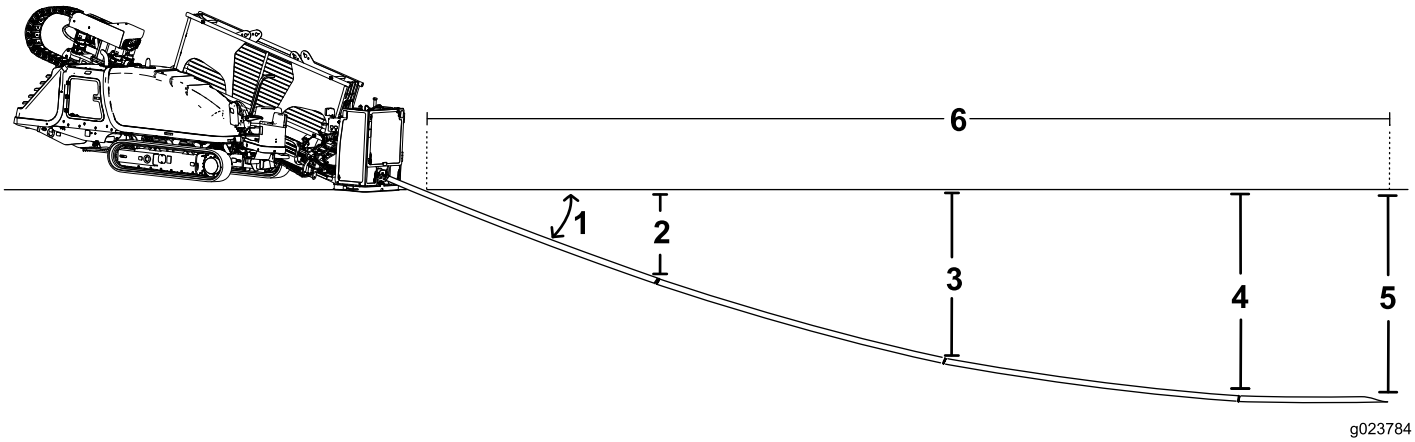

Figure 56
- Insérez les premiers 3 mètres (10 pieds) d'outil/tige de forage dans le sol en ligne droite. La fin de l'outil de forage sera à 53 cm (21 po) de profondeur (Figure 56).